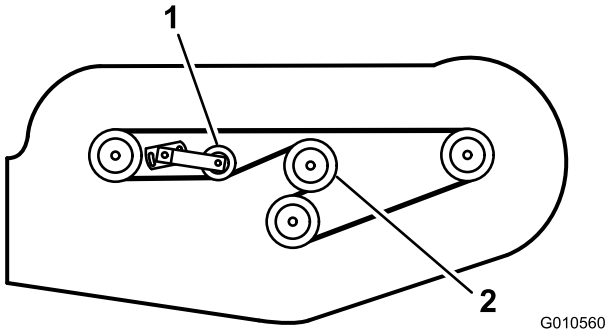

Figuur 29
6. Bevestig de nieuwe riem rond de poelie van de tandwielkast, de spanpoelies, de stationairpoelie en de verstelbare spanpoelie (Figuur 29).